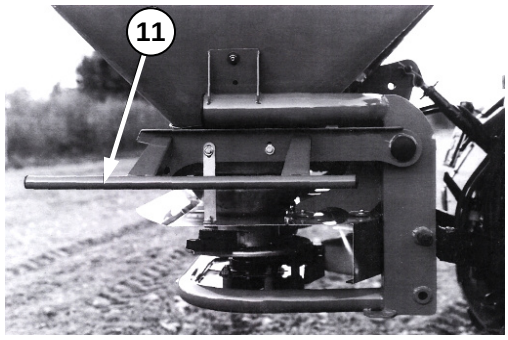

Rys. 5
- na rozsiewaczu przystosowanym do pracy w polu powinny być zawsze zamontowane boczne osłony zabezpieczające (11) – Rys. 5.